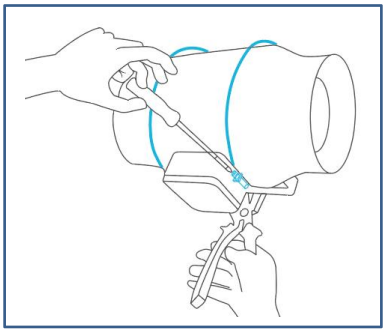

Fig.10.
5、Place the metal rings back onto the flanges and tighten the screws back to secure the fan.See the (Fig.10.)